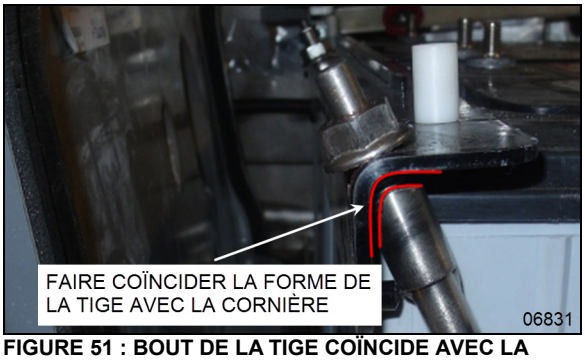

FIGURE 51 : BOUT DE LA TIGE COÏNCIDE AVEC LA CORNIÈRE
3. Le bout supérieur de la tige possède la même forme que la cornière. (FIGURE 51).